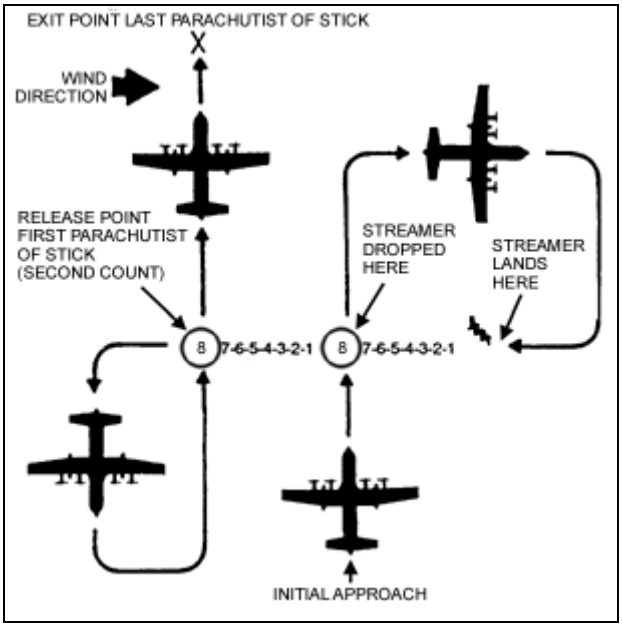

Figure 21-1. Determination of the release point by WSVC.
a. **Wind Streamer Vector Count**. The WSVC method (Figure 21-1) is used when the release point is determined from the air. It is normally jumpmaster-executed and does not require markings to be placed on the DZ.